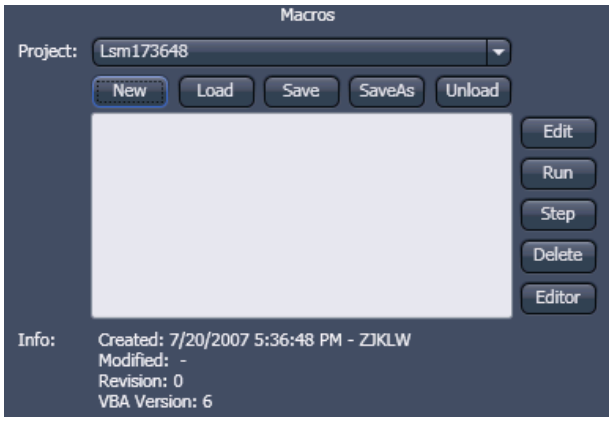

Fig. 4 **Macro panel with new Macro assigned**
- Press the **New** button to create a project file (see Fig. 4).